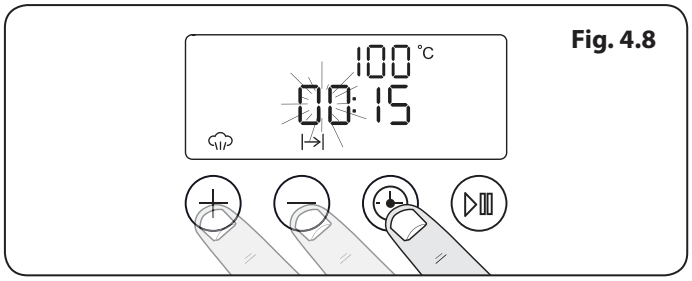

Fig. 4.8
3. För att ändra tillagningstiden, tryck på timerknappen en gång för att ändra timmarna använd[+] eller [-] knapparna (**Fig. 4.8**). Tryck på timerknappen igen för att ändra minuterna.